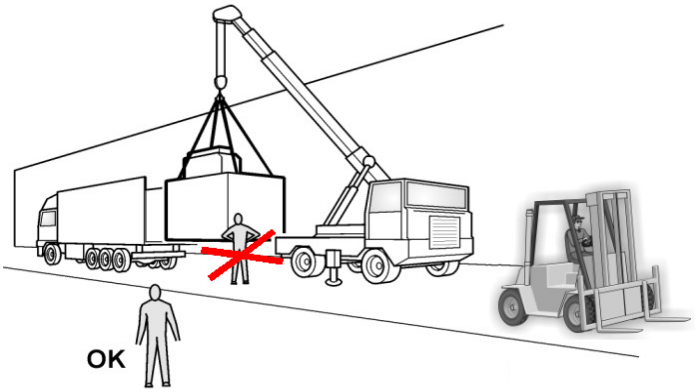

Fig. 5.4
5. When handling, the person assigned to operate the means of transport must ensure that NOBODY IS NEAR THE BUBBLER AND CABINET. Activities of lifting, handling and unpacking the unit should be entrusted exclusively to personnel expert in this type of work (fork lift truck drivers or crane operators) (*fig. 5.4*).